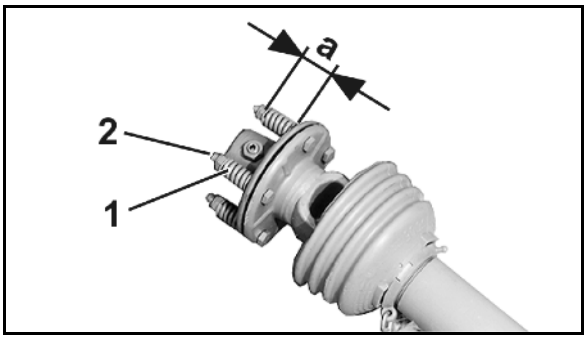

**Rys. 92**
2. Odciążyć sprężyny (Rys. 92/1) przez poluzowanie nakrętek (Rys. 92/2).